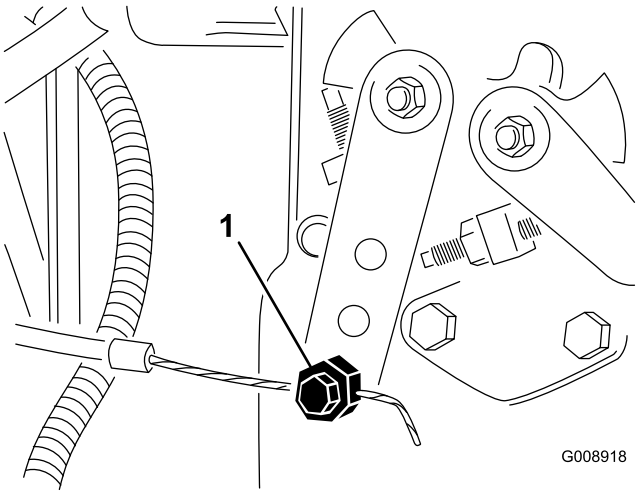

**Figur 74**
2. Løsn gaskabelforbindelsesdelen på indsprøjtningspumpens løftearm (Figur 74).